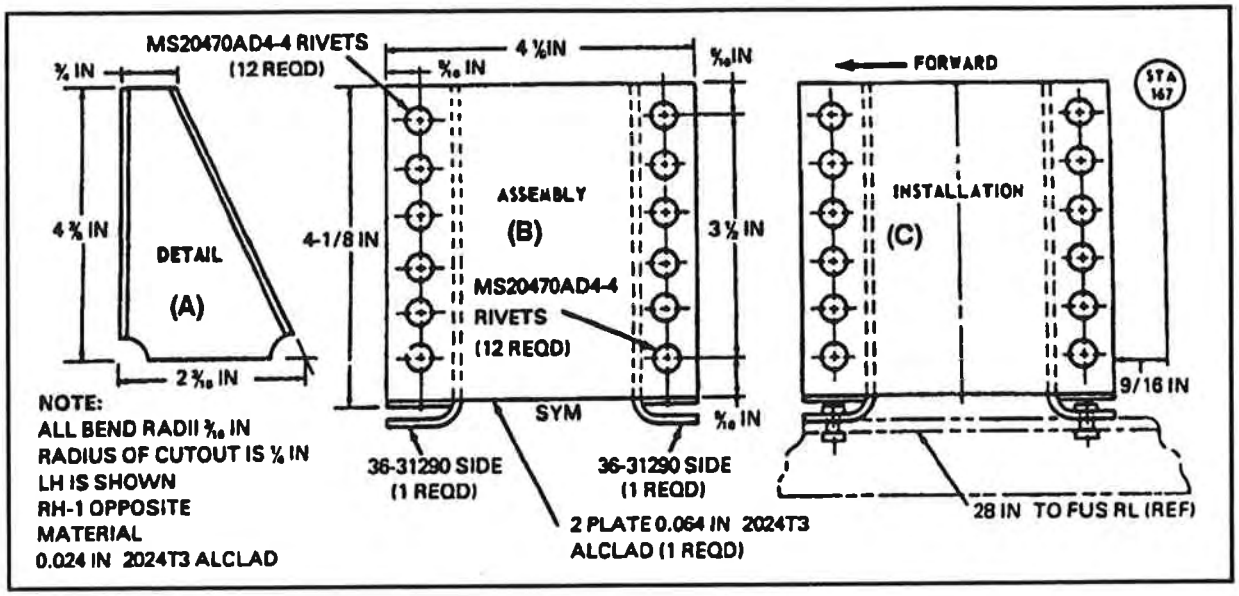

Figure 4-20. Working drawings
A detail drawing is a description of a single part of an object that uses lines, notes, and symbols to specify size, shape, material, and manufacturing methods for making or assembling a part or object. Detail drawings are usually fairly simple; several of them can be shown on the same sheet or blueprint in cases where the single part in question is small. Figure 4-20(A) shows a detail drawing.